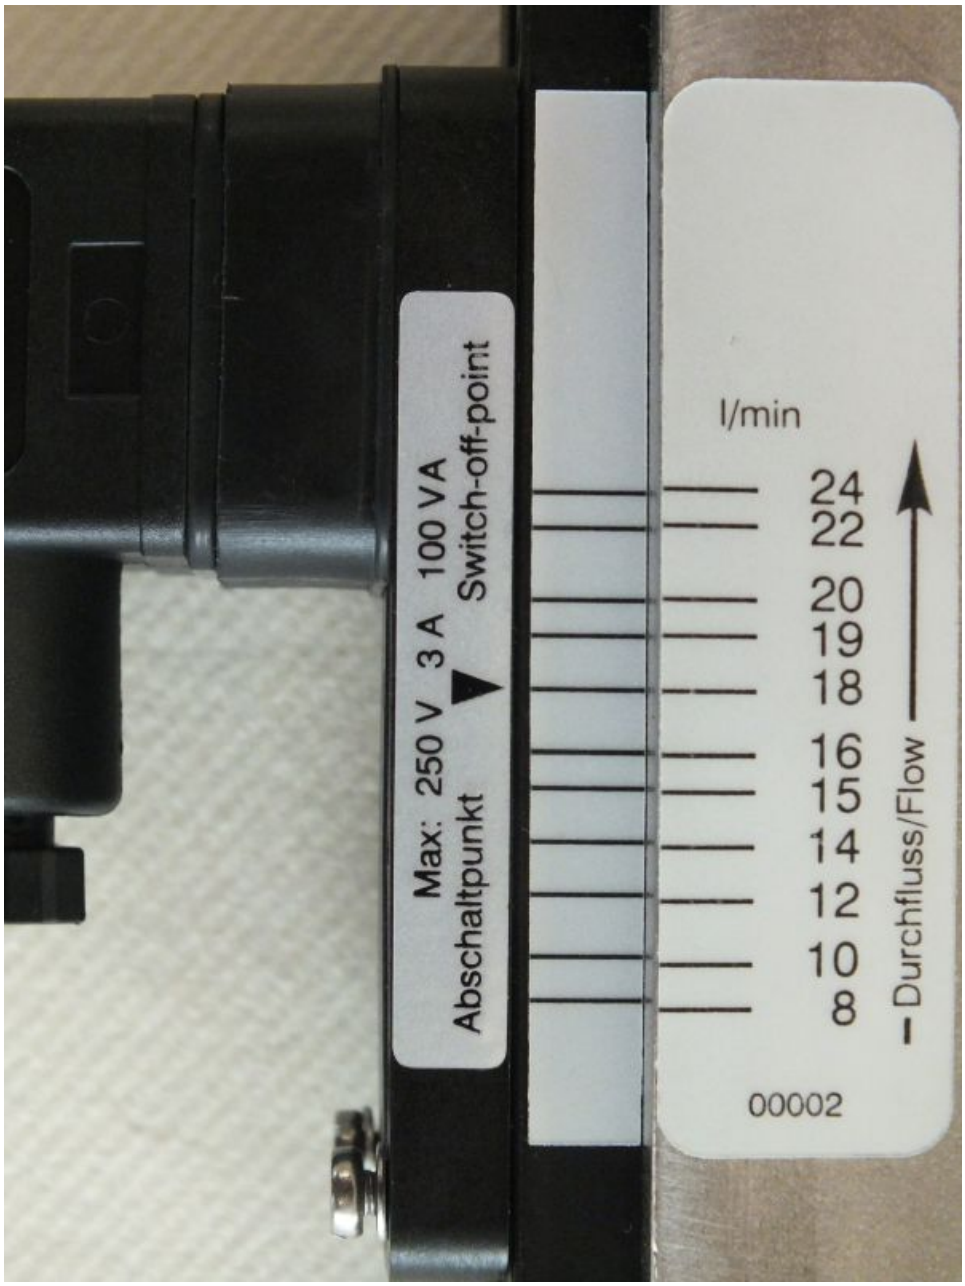

Fig. 35: Reading-off the switch point (example)
1. Make sure that the setting arrow, the scale mark on the additional label on the guide rail and the scale mark of the switch point adjustment scale are in alignment. (*Fig. 35*)